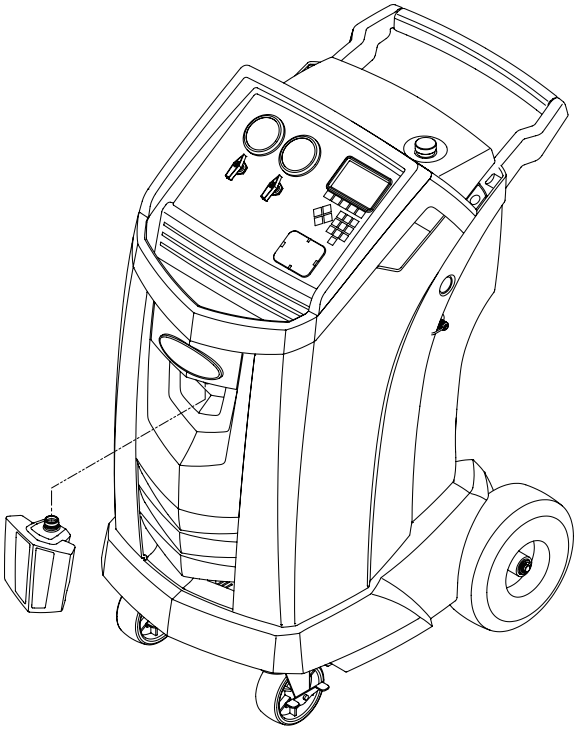

Figure 1
1. Localisez le coupleur de vidange d'huile sur le devant de la machine (voir Figure 1).